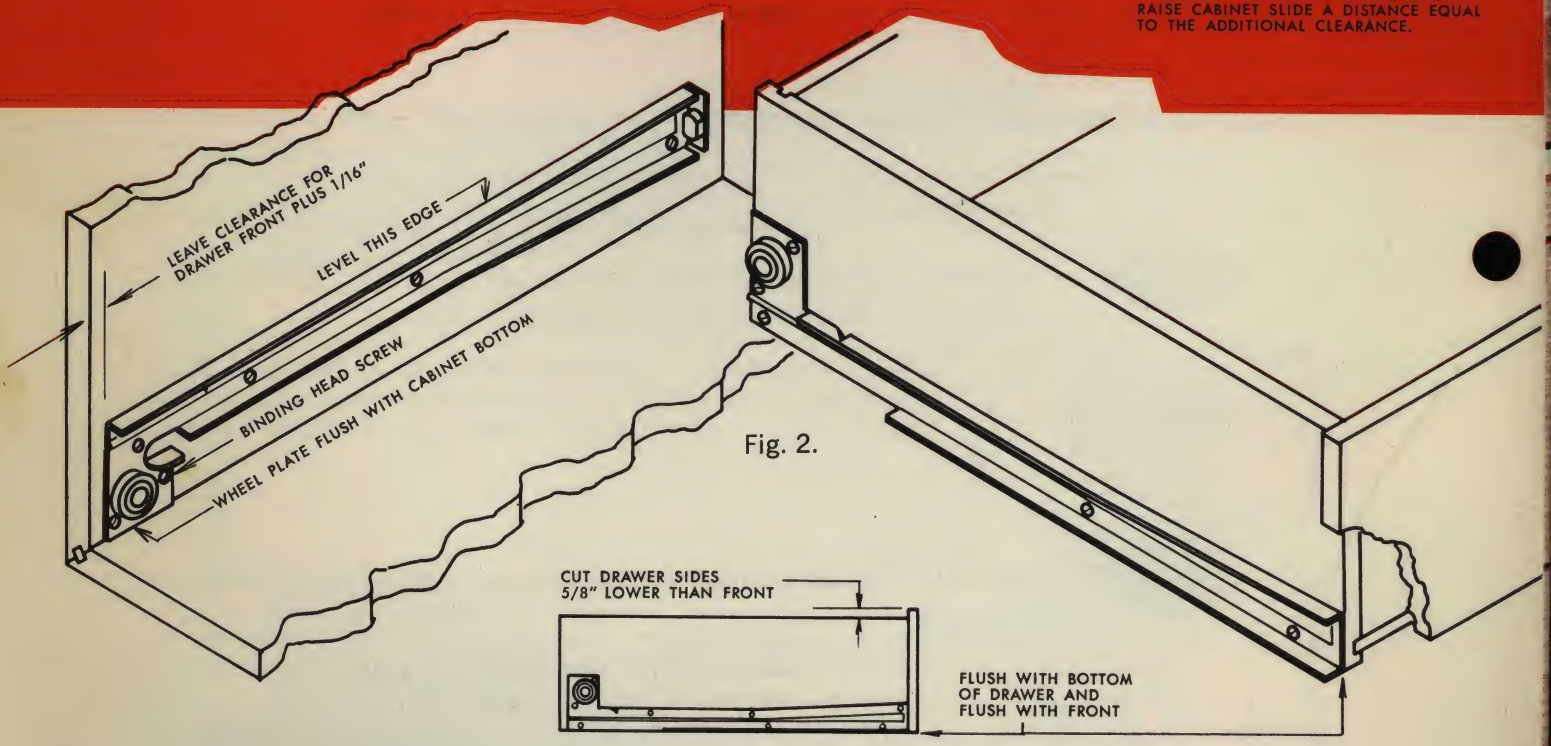

Fig. 2.
3. Mount slides marked DL (left) and DR (right) flush with bottom of drawer as shown. For deeper drawers where slides are to be mounted nearer the top, raise both drawer members and cabinet members an equal amount. See Fig. 2.
4. Mount slides marked CL (left) and CR (right) to cabinet with wheel plate flush with bottom. See Fig. 2.